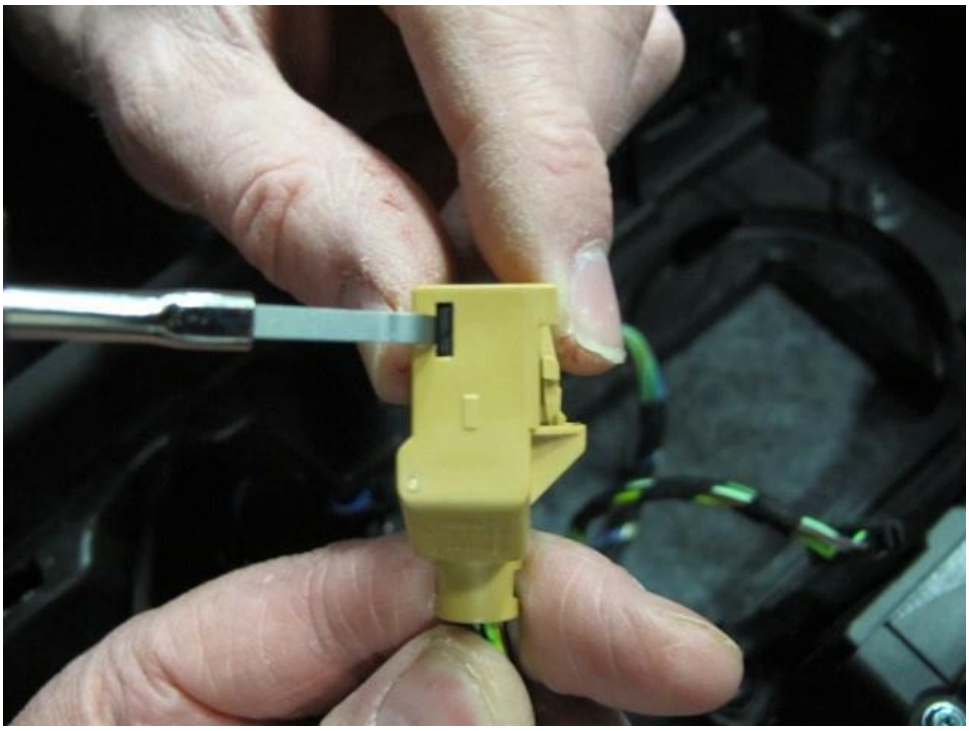

Figure 13
- Using VAS 1978/17 – Remove the connector casing (Figure 13)